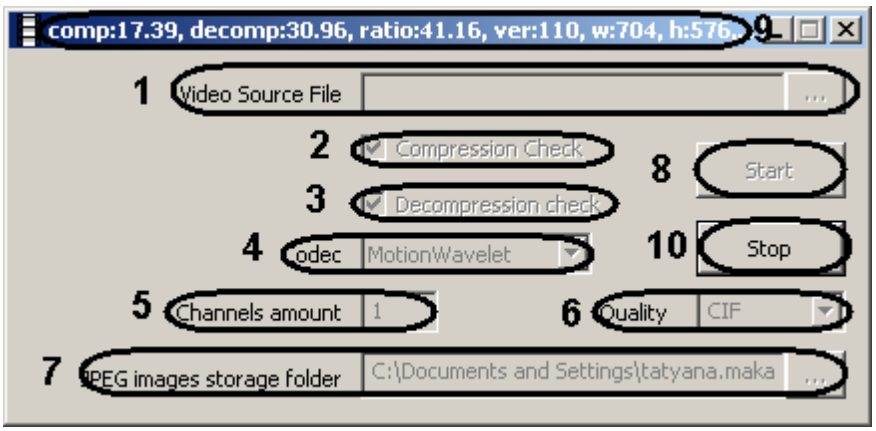

Figure 12.5-2. Video processing FPS tester
2. To set the file of video fragment click « » button in the field Images storage folder anf in the Open standard Windows dialog window, that will open, select with a double mouse click the required file (Figure 12.5-2,1).
3. Activate Compression check checkbox to check how many fps the given computer can compress (Figure 12.5-2, 2).
4. Activate Decompression check checkbox to check how many fps the given computer can decompress(Figure 12.5-2, 3).
5. Select thr requiret compressor version from the dropdown list Codec (Figure 12.5-2, 4).
6. Enter the required number of emulated cameras in the field Channels amount (Figure 12.5-2, 5).
7. Select the required value of frames compression from the dropdown list Quality (inversely to compression level) (Figure 12.5-2, 6).
8. When necessary set the directory, where frames extracted from the video would be decompressed with the help of « ... »button of the field « Jpeg images storage folder»(Figure 12.5-2, 7).
9. To start video processing tester click Start button (Figure 12.5-2, 8).
10. As the result parameters of video processing productivity will be displayed in the title bar of the utility window (Table 12.5-1, Figure 12.5-2, 9).